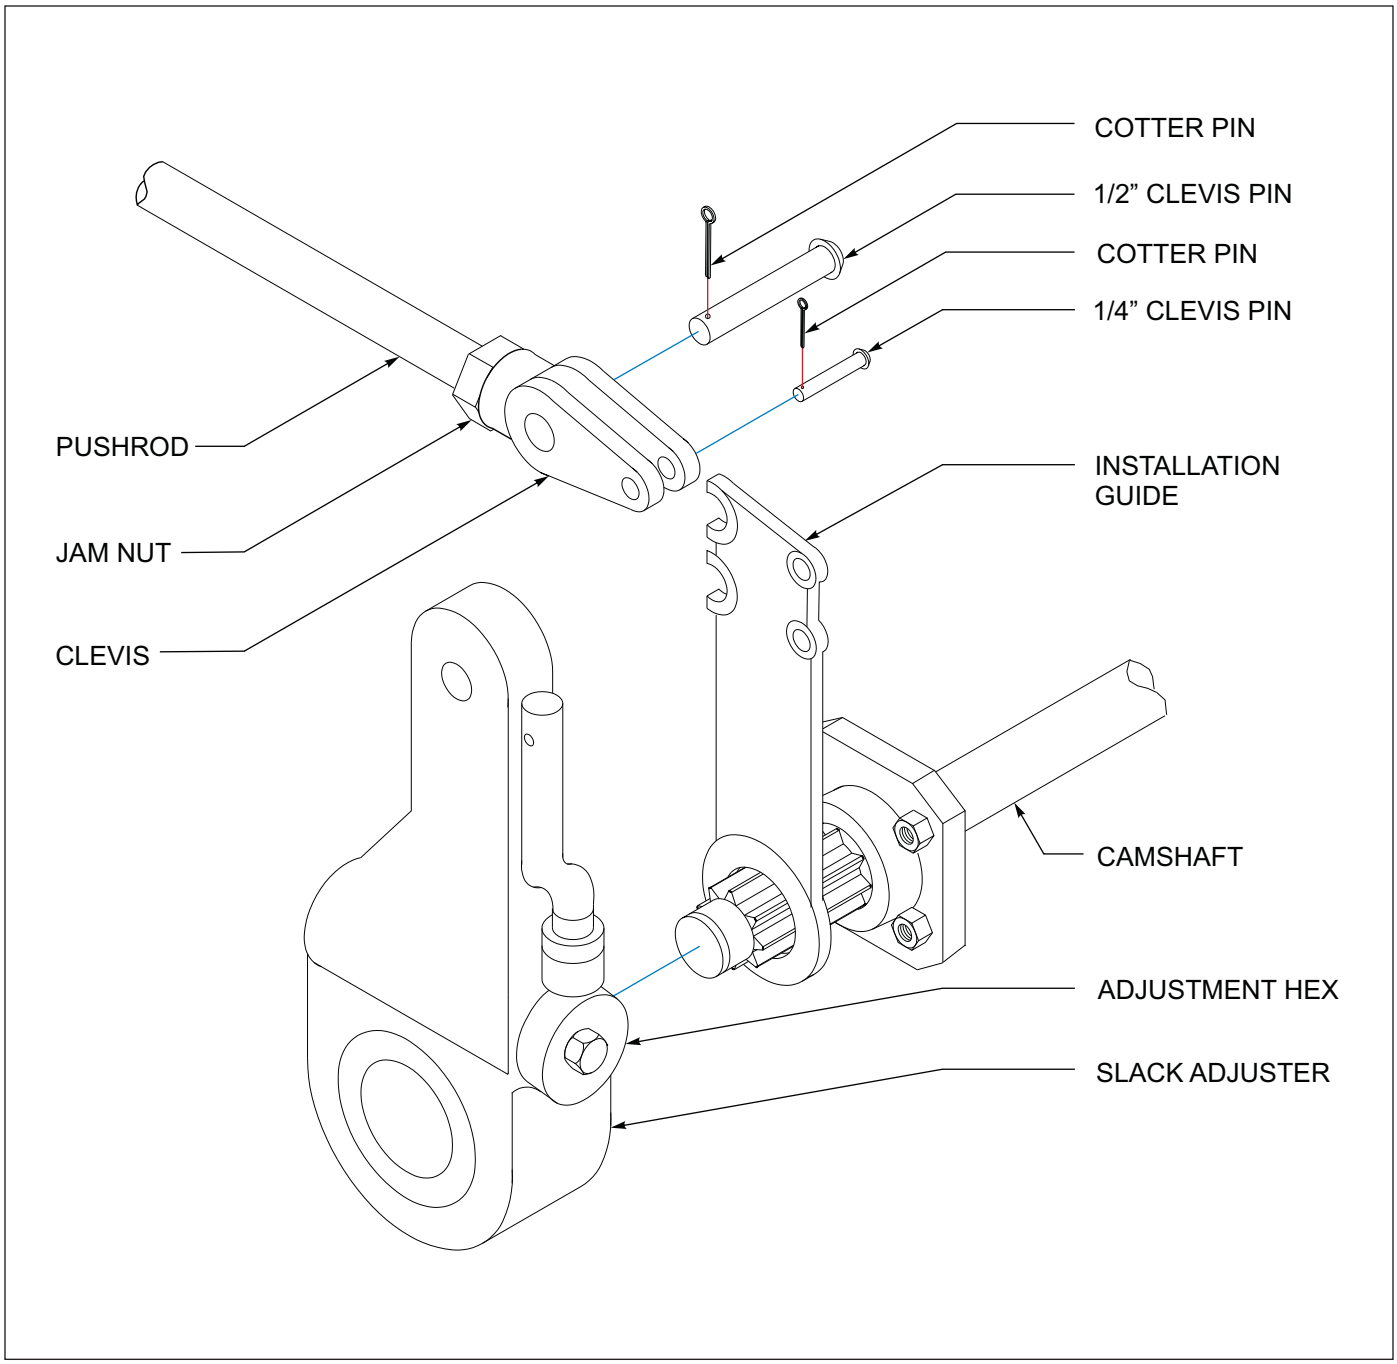

Figure 4-12: Slack Adjuster
4. Disconnect the slack adjuster from the connecting rod by removing the clevis pin (*See Figure 4-12*)
2. Check that the push rod is fully retracted, apply air to release spring brake (***See Figure 4-12***.)